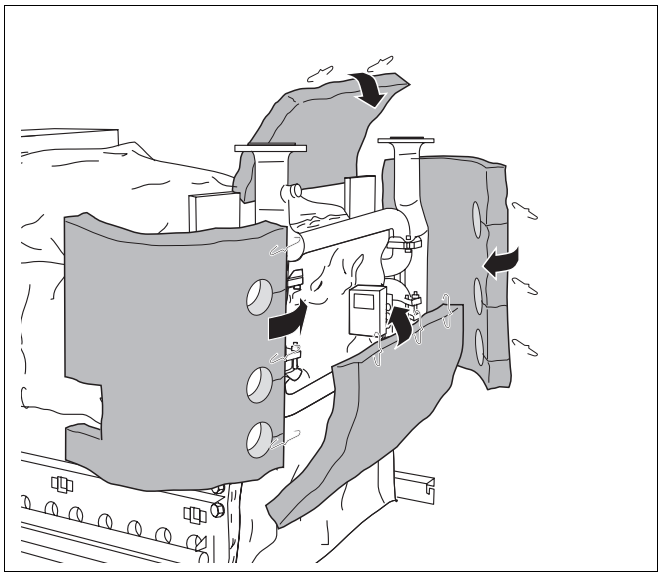
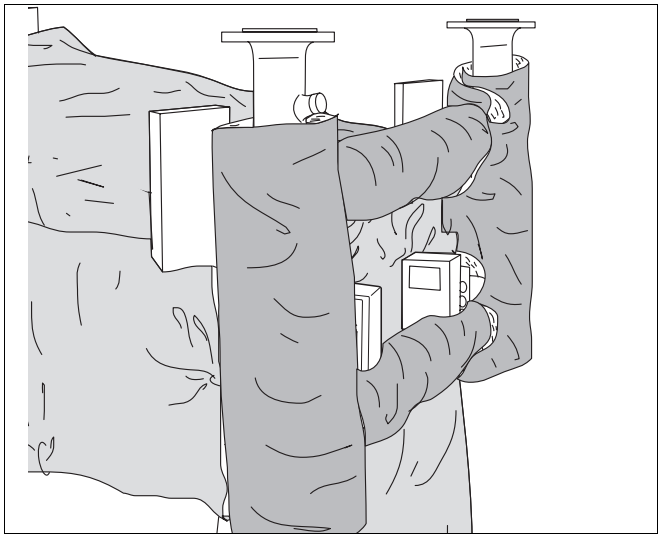

Rys. 54 Montaż izolacji cieplnej rur
Rys. 55 Zamontowana izolacja cieplna rur
Montaż izolacji cieplnej rur (rys. 54 i rys. 55)
- Założyć izolację cieplną (z lewej i prawej strony) na rury pionowe i sczepić sprężynami mocującymi. Rury poprzeczne prowadzone będą przez dolne i górne wycięcie okrągłe (rys. 54).
- Włożyć siłownik przez środkowe okrągłe wycięcie (rys. 54).
- Założyć izolację cieplną (u góry i u dołu) na rury poprzeczne i sczepić sprężynami mocującymi (rys. 54).